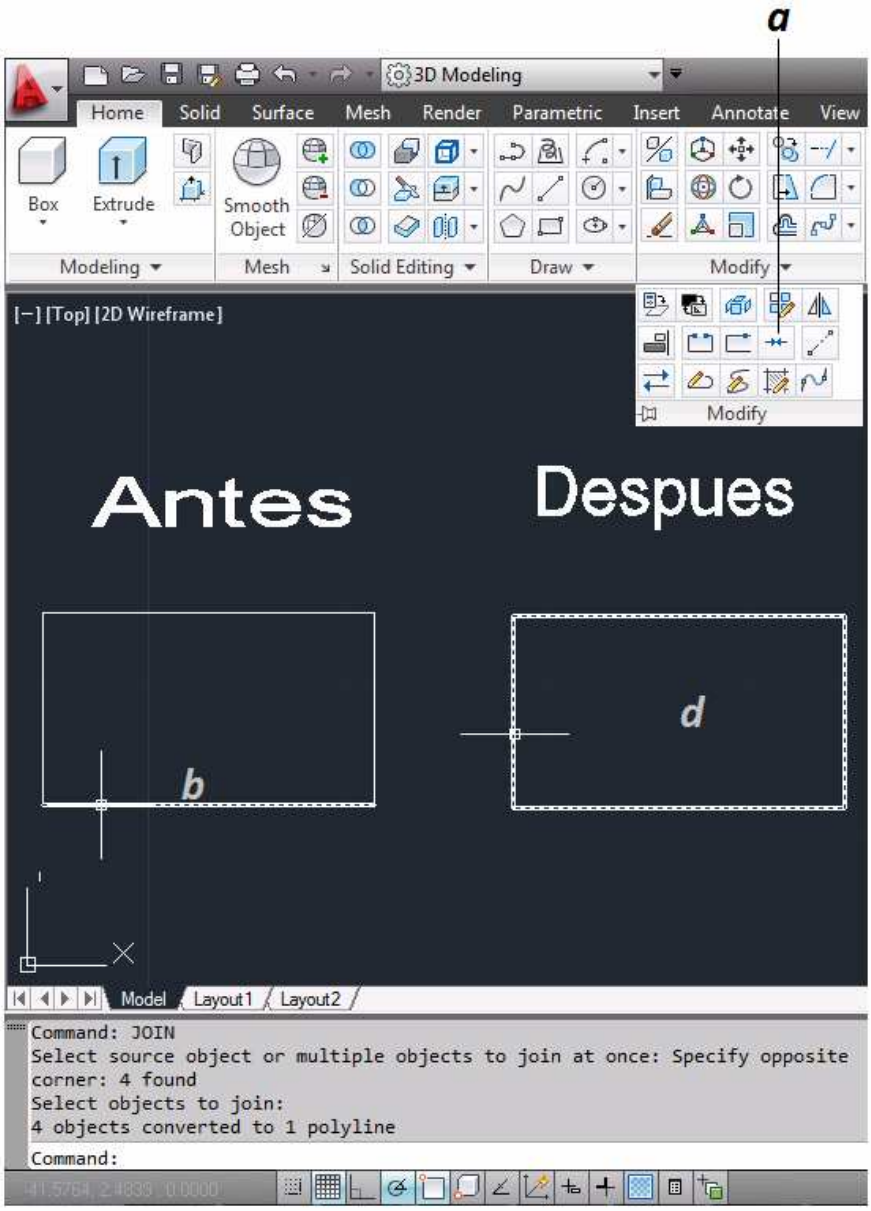

Figura 3.41 Modificacion de Entidades "Unir"
a. Se selecciona el comando Unir *(figura 3.41).*
b. Se selecciona las entidades que se desee unir *(figura 3.41).*
d. Ahora todas las entidades se comportan como una misma *(figura 3.41).*